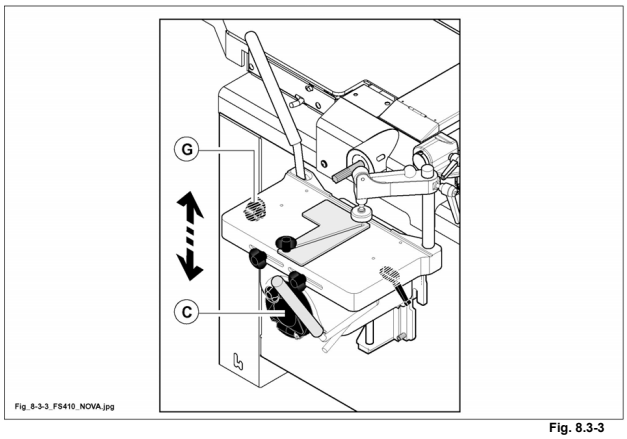

Fig. 8.3-3
- Posizionare il piano in altezza tramite volantino accessorio (C fig. 8.3-3); bloccare la posizione serrando il pomello (G fig. 8.3-3).